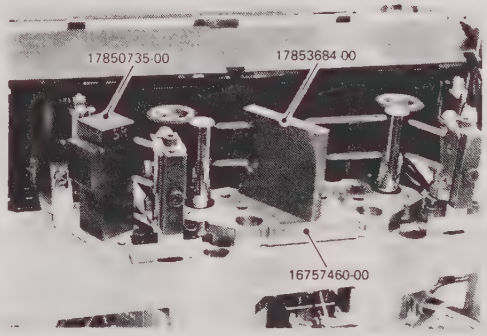

Fig.5-31
- Check height of tape inside and outside tape loop. If tape height varies, check height of guide again and square of pinch roller or capstan shaft. If loader guide is bent, correct it so that it fits in support.(Fig. 5-31)